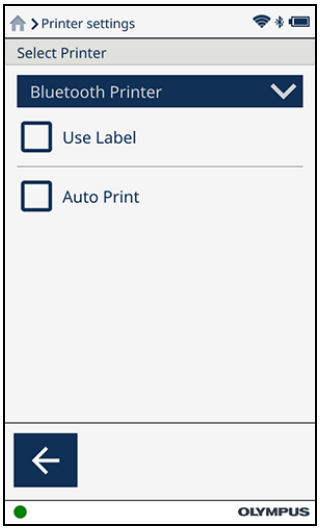

Рис. 4-32 Экран Настройки принтера
1. Нажмите кнопку **Принтеры** ( ) на **Панели меню**, чтобы открыть экран **Настр. принтера** (см. Рис. 4-32 на стр. 144).